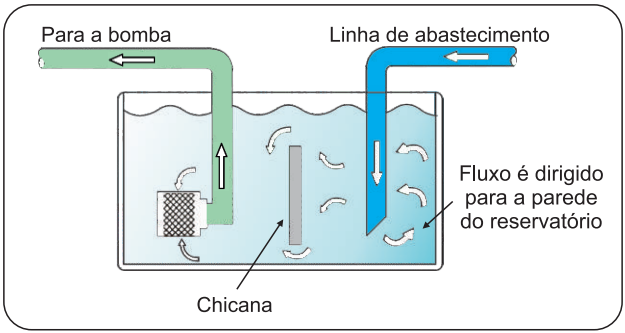

Figura 2
5.23 O ponto de captação de água para a bomba deve ficar o mais afastado possível da tubulação de abastecimento do reservatório, evitando assim, a sucção de bolhas de ar. Não havendo essa possibilidade, pode-se instalar chicanas no reservatório (ver figura 2).